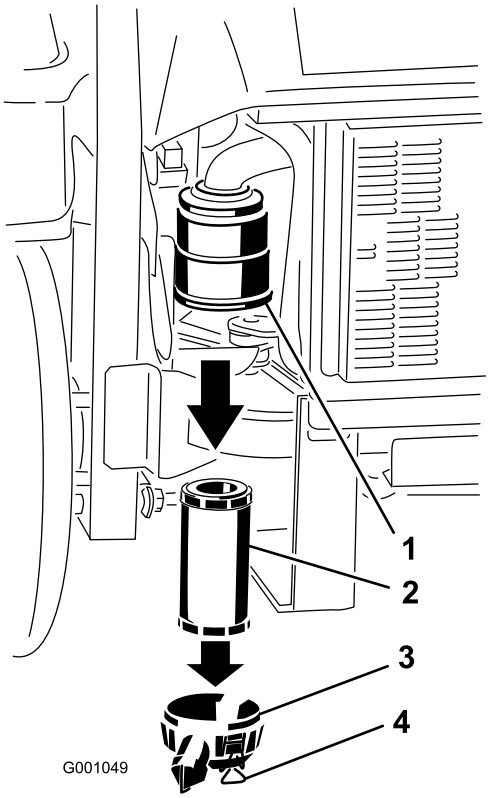

Figur 39
3. Åbn låsene på luftfilteret, og træk luftfilterdækslet af luftfilterhuset (Figur 39).
5. Skub forsigtigt filteret ud af luftfilterhuset (Figur 39). Undgå at ramme husets side med filteret.